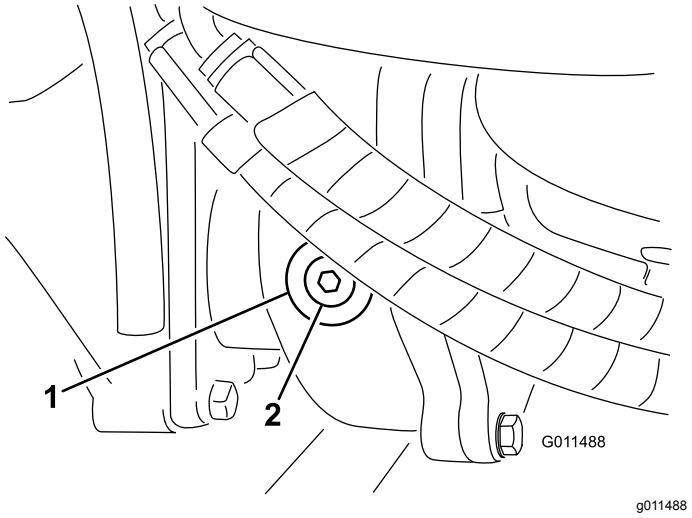

Figur 17
2. Fjern kontroll-/påfyllingspluggen på den ene enden av girkassen (Figur 17), og kontroller at oljen når opp til bunnen av hullet. Hvis nivået er lavt, fyll på nok smøremiddel til at nivået når opp til bunnen av hullet.